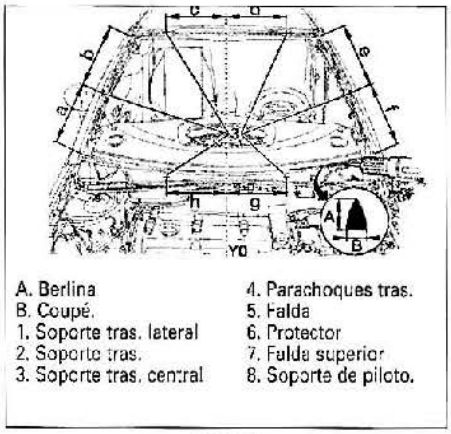

FIG. 85
• Colocar los separadores (3) en los lugares indicados **(fig. 85)**.